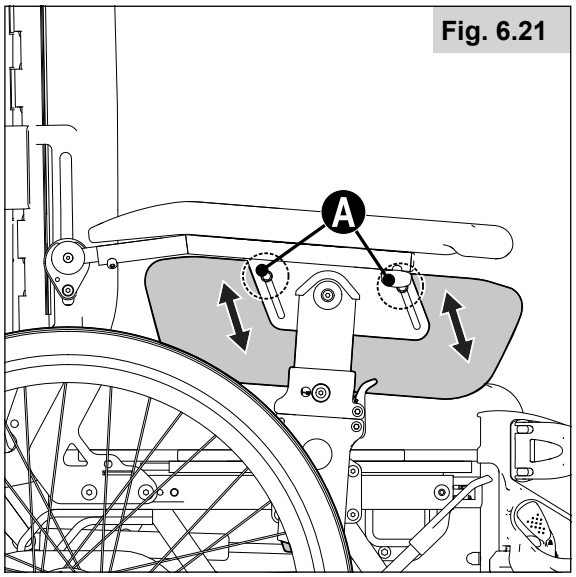

Fig. 6.21
6.20 Ajustar a altura do protetor de vestuário (Fig. 6.21)